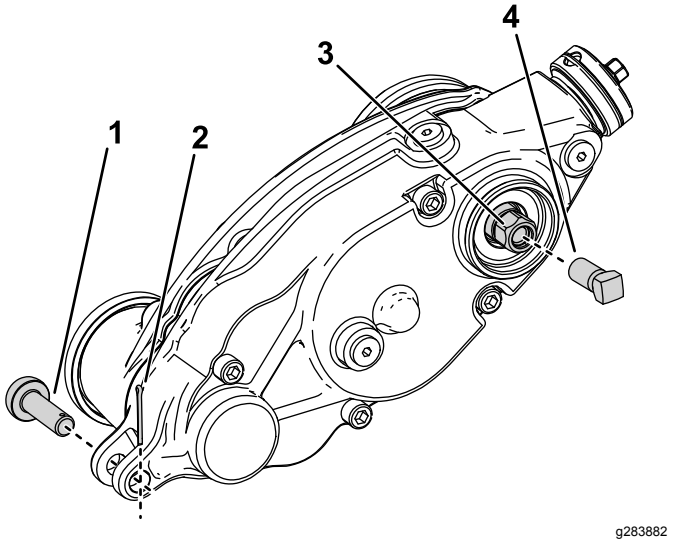

**Figur 29**
3. Avlägsna justerstiftet och saxsprinten som ansluter trimmardrivningens låda på justerarmarna (Figur 29).
5. Montera förstärkningsskruven (artikelnr 1-803022 – säljs separat) på de inre gängorna av trimmardrivningens sexkantskruv och dra åt till 13,5 Nm enligt Figur 29.
6. Avlägsna trimmardrivningens låda från klippcylindern genom att vrida trimmardrivningens sexkantsskruv (Figur 29).